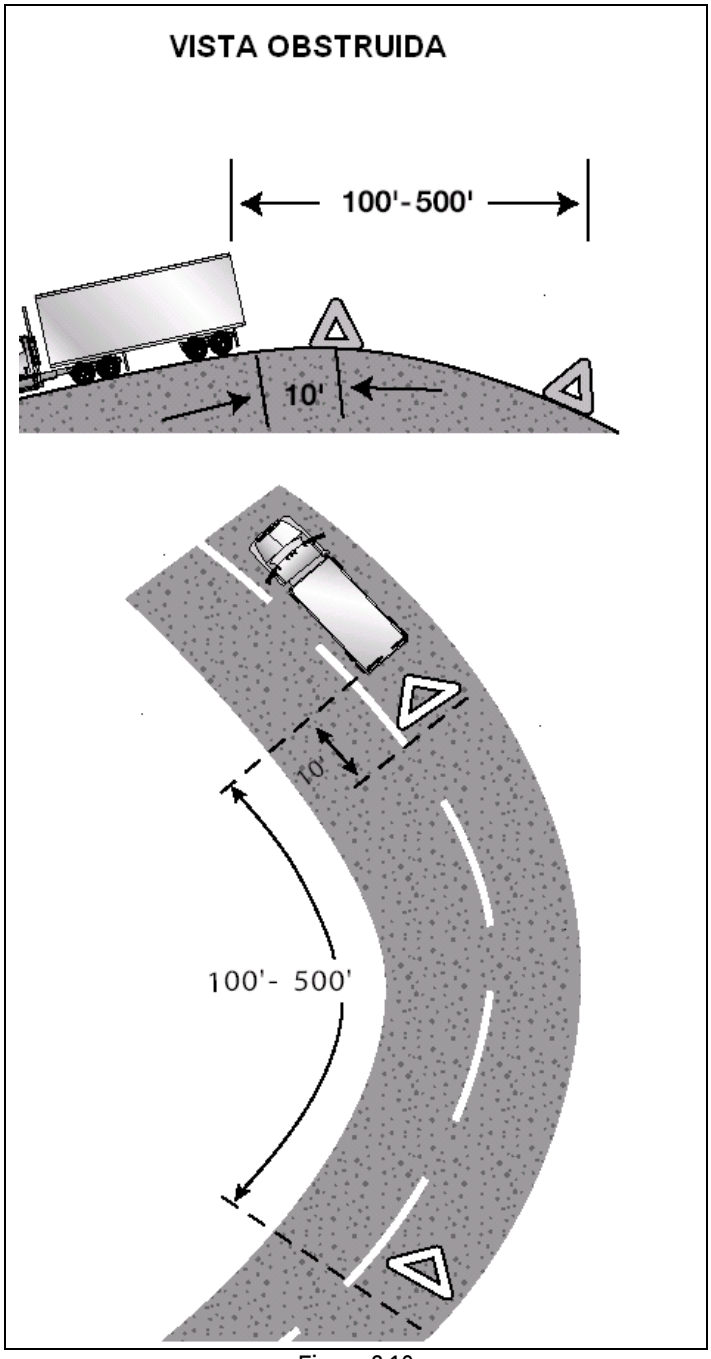

Figura 2.10
- Detrás de cualquier loma, curva, u otra obstrucción que impida que los otros conductores vean el vehículo a una distancia de 500 pies. Si la línea de visión está obstruida a causa de una loma o una curva, mueva el último triángulo a un punto en la carretera más abajo para advertir a los demás. Vea la figura 2.10.